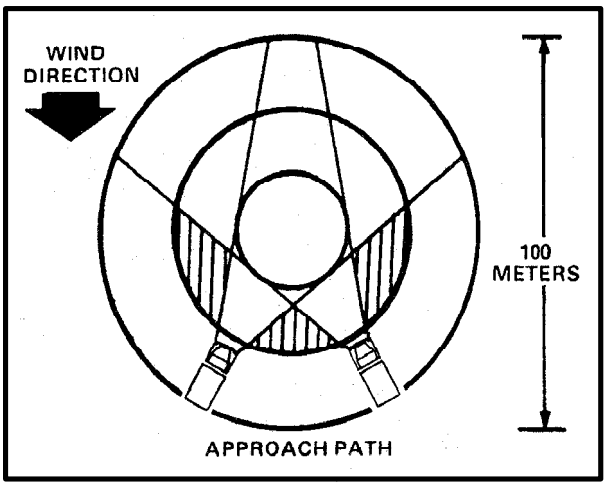

*Figure 4-14. Emergency Lighting Pattern*
**h. Emergency Lighting.** During an emergency, various lighting patterns can be used with proper coordination between the aircrew and ground personnel. A common method using vehicles is shown in Figure 4-14. This method should only be used in an emergency because it impairs the pilot's night vision and can disclose the landing site position. Refer to the NWP-55-9-ASH for other variations of night landing patterns (USMC).